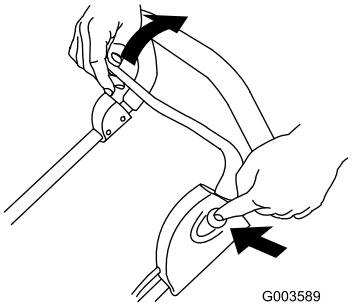

Figur 16
4. Mens du holder inne knappen, dra styrestangen mot håndtaket (Figur 16).